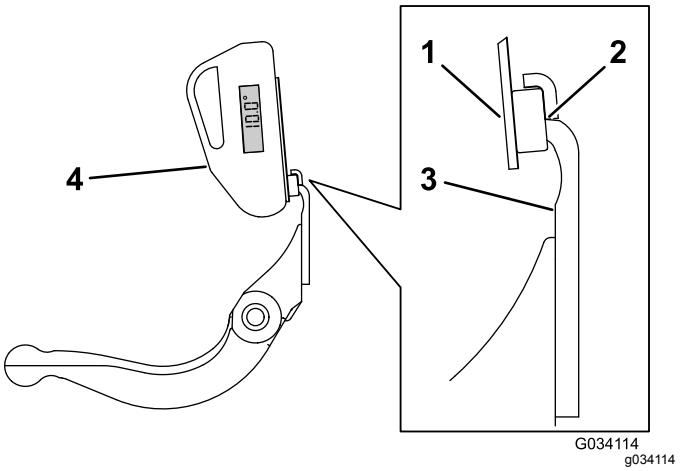

Figur 67
3. Placer vinkelindikatorbeslaget på kanten af bundkniven, så magnetens kant er afstemt i forhold til bundknivens kant (Figur 67).
4. Placer vinkelindikatoren på beslaget som vist i Figur 67.